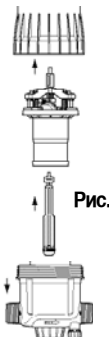

Рис. 17
- Выньте узел поршня двигателя (Рис. 17) потянув его вверх.